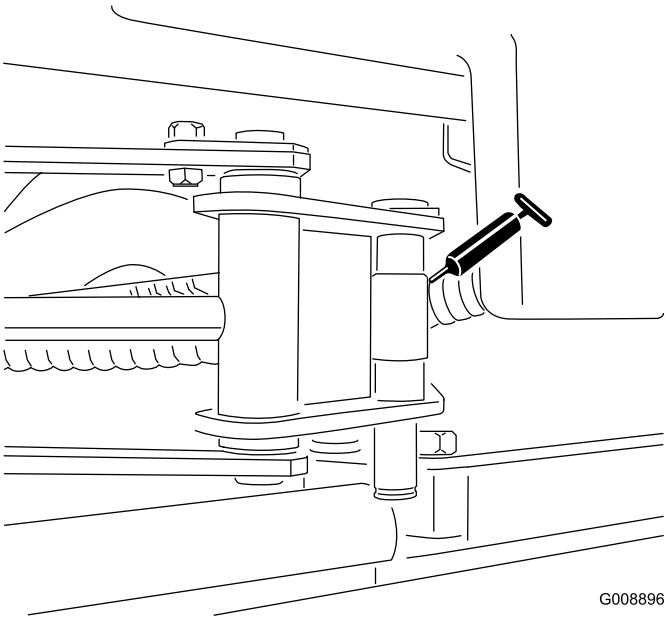

Figura 49
- Extremos de los cilindros del SideWinder (2; modelo 03170 solamente) (Figura 49)